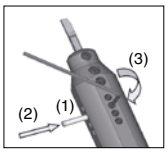
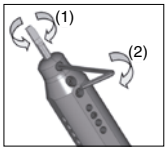

Fig. 5
Fig. 6
■ How to use adjustment pin (Fig. 5)
(1) Put the adjustment pin into the hole.
(2) Push it into the sleeve, using the wrench (LW-1.5).
(3) Tightening the clamp screw (HS3X4P) with wrench (LW-1.5) to fix the adjustment pin.
■ How to fix bar (Fig. 6)
(1) With the chip pocket upward, set the bar into the sleeve. Press the slant of the end of the bar with the adjustment pin.